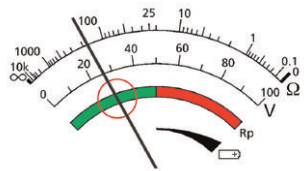

Figure 17a: P Spike OK (in green zone)
6. If the P Spike resistance is within acceptable limits as shown in Figure 17a (within the Green region on the Rp scale), release the ’Spike’ button.